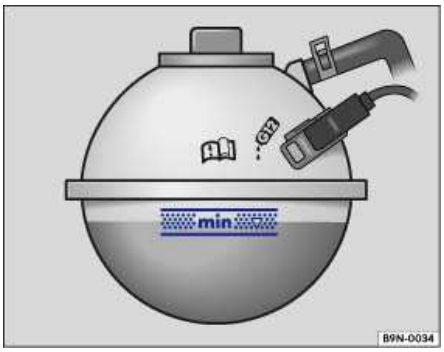

Fig. 142 Coolant expansion tank in the engine compartment.
- When the engine is cold, check the engine coolant level relative to the marking on the side of the expansion tank ⇒ fig. 142.